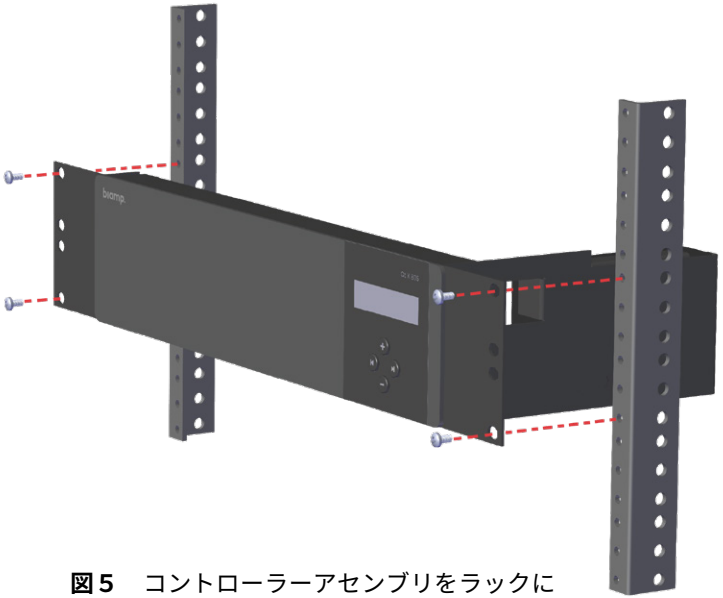

図 5　コントローラーアセンブリをラックに取り付ける（取付金具は付属しません）
5. Qt X コントローラーをラックに取り付けます（図 5）。コントローラーをラックに取り付けるための金具は付属していません。電源コードを背面の電源に接続します。